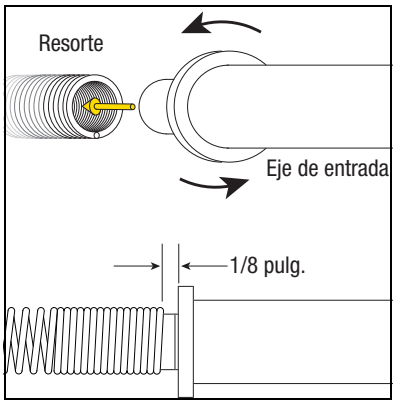
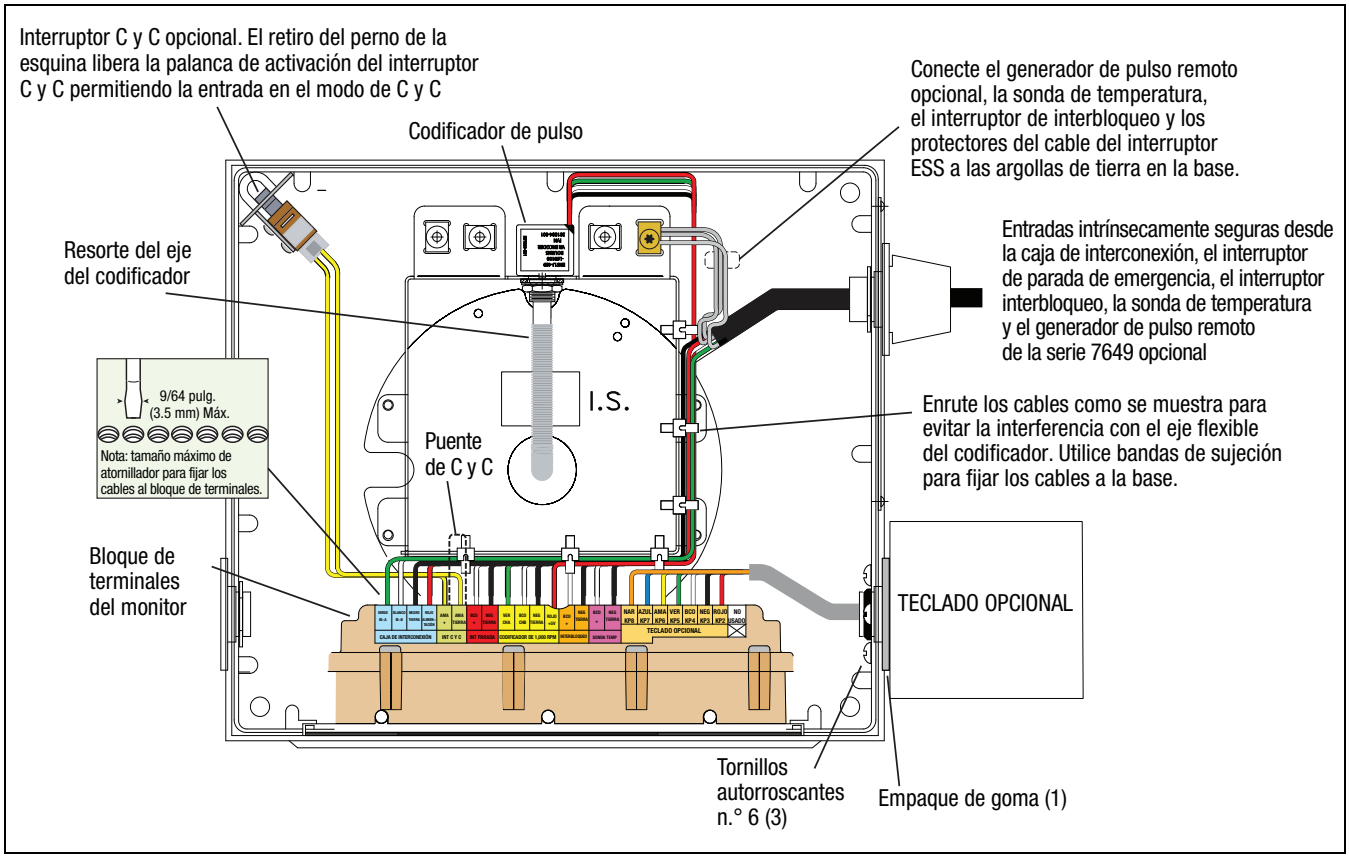

Figura 15. Atornillado del eje de entrada hacia la izquierda (CCW) en el resorte del codificador
Figura 20. Conexiones de cable del monitor
10. Observe la base del monitor. Localice el resorte del propulsor del codificador (ver Figura 20) Jale o deslice el resorte del codificador para sacarlo del eje del codificador.
11. El extremo del eje de entrada del codificador que sobresale en la parte inferior del monitor tiene una pequeña clavija hendida para evitar que se deslice dentro del monitor y una arandela (ref. 011071-933). Retire esta clavija hendida. Retire el eje de entrada del codificador y la arandela.
13. Con el resorte del codificador a la izquierda y el eje de entrada a la derecha, oriente el eje de entrada como se muestra en la Figura 15, luego haga girar el eje de entrada hacia la izquierda a medida que lo “atornilla” en el resorte hasta que la brida del eje de entrada está a aproximadamente 1/8 pulg. del extremo del resorte.
2. Deslice la tuerca del prensacables y luego el cojinete encima de las guías del cable de la IB. Jale suficiente cable para que las guías lleguen al bloque terminal del conjunto del monitor y puedan sujetarse con bandas en la base de montaje del codificador de pulso, como se muestra en la Figura 20. Deslice el extremo con rosca del cojinete en el prensacables, luego atornille la tuerca del prensacables y ajuste hasta que quede seguro.
3. Fije el cable de la IB de cuatro hilos al bloque de la terminal, donde se muestra en la Figura 20. Fije el cable de drenaje del cable de la IB a la argolla de tierra en la base de montaje del codificador de pulso.
4. Si tiene una sonda o interruptor ESS de temperatura opcional, retire la tuerca del prensacables inferior y deslícela, luego el cojinete con rosca, sobre la sonda de temperatura o el cable del interruptor ESS. Jale suficiente cable para que las guías lleguen al bloque terminal del conjunto del monitor y puedan sujetarse con bandas en la base de montaje del codificador de pulso, como se muestra en la Figura 20. Deslice el cojinete en el prensacables y luego atornille la tuerca del prensacables en el prensacables y ajuste hasta asegurarlo. Fije el protector del cable de la sonda de temperatura o el cable del interruptor ESS a la argolla de tierra en la base de montaje del codificador de pulso.
Un conjunto de interruptor de esquina C y C (ref. 845900-018) que se ajusta en una esquina de la carcasa del monitor (ver Figura 20). Para ingresar al modo C y C, retire el perno de la esquina de la cubierta del monitor. Para salir del modo C y C, reemplace el perno. Cuando se usa interruptor de esquina, se debe retirar el puente C y C.
La Figura 20 muestra la instalación y el cableado del teclado opcional. Para fijar los tornillos de montaje de la carcasa del teclado, deberá jalar/deslizar hacia arriba el conjunto de la pantalla, fuera del monitor. Inserte los cables del teclado a través del orificio central de la junta, deslice la junta hacia abajo sobre el teclado y alinee sus tres orificios con los orificios de montaje del teclado. Sostenga el teclado contra el monitor y atornille los tres tornillos de montaje, reemplace el conjunto de visualización y luego conecte el cable del teclado al bloque de la terminal, como se muestra en la Figura 20. Los tornillos son autorroscantes. El usuario podría querer prerroscar los agujeros usando el tornillo para facilitar la instalación.